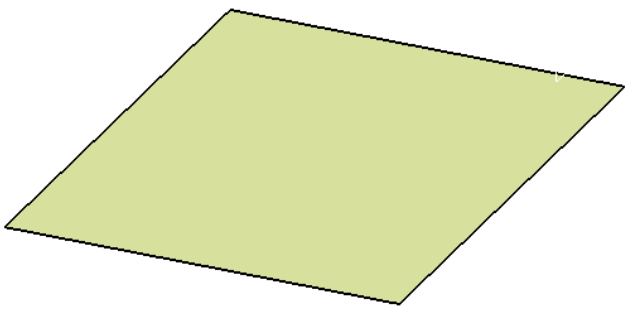

Figure 18-56 *A planar surface*
4. Keeping rest of the options as default in the **Unified Patch** dialog box, choose the **OK** button from this dialog box and close it. Figure 18-56 shows the resultant planar surface.